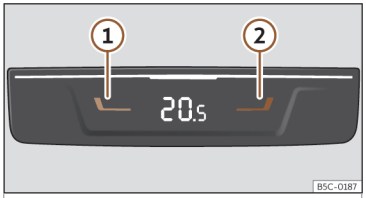

Abb. 131 In der Mittelkonsole hinten: Bedienelemente für die Rücksitze.
- Drücken Sie die Tasten ① und ② ››› **Abb. 131**, um die Temperatur für die hinteren Sitzplätze einzustellen.